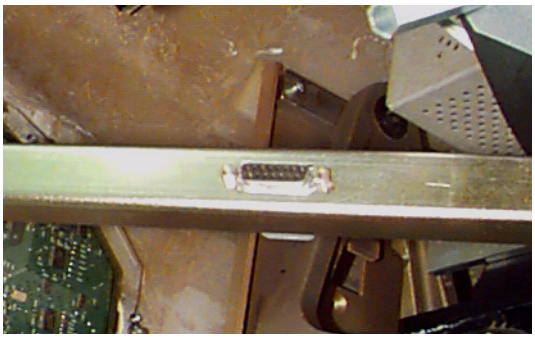

Figure 8-72 Gantry Service Mode Cable Terminator
3.) Connect cable to terminator located on the cantrell arm. Reference Figure 8-72.